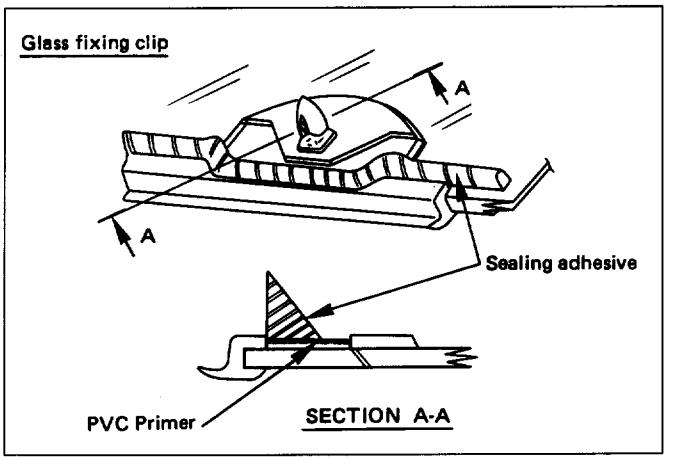

Fig. 10-268
- Apply PVC primer to the Ⓐ clip portion (Fig. 10-268).